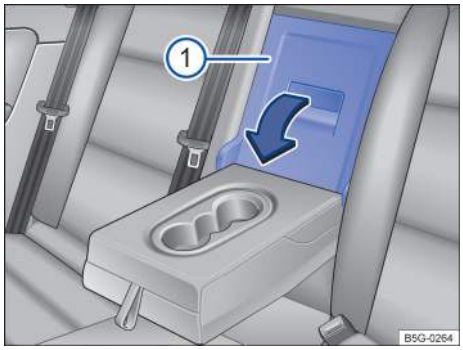

Fig. 147 In the rear seat backrest: Opening the luggage compartment pass-through.
- Pull the release lever in the direction of the arrow → fig. 147 (1) and fold the pass-through cover all the way forward.